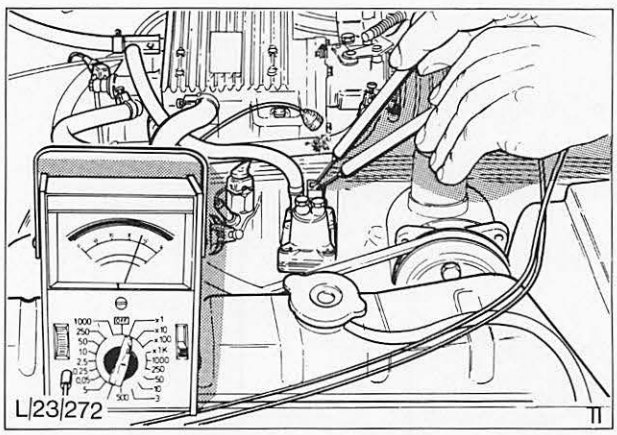

Abb. 59 Widerstandsprüfung Anschlüsse – Warmlaufregler
c) Stecker abziehen und mit einem Ohmmeter Widerstand zwischen den beiden Regleranschlüssen prüfen, Abb. 59.